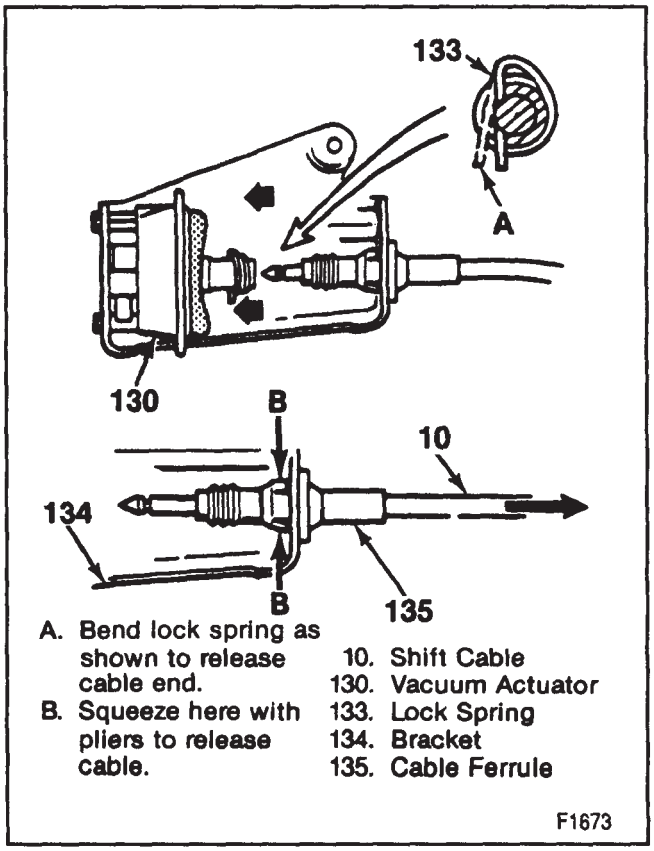

Figure 13—Disconnecting the Shift Cable from the Vacuum Actuator
1. Shift cable (10) from the vacuum actuator (130).
- Bend the tang on the lock spring (133) as shown in figure 13.
- Squeeze the two locking fingers of the cable ferrule with pliers (figure 13). Then pull the cable from the bracket.